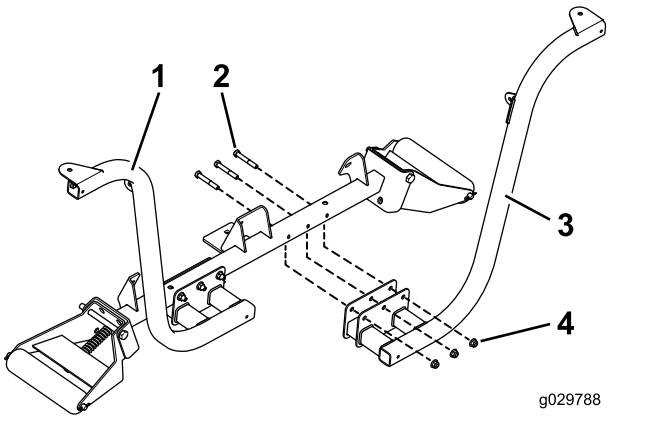

図 6
1. ローラサポートチューブの前部に、左右のヘッドライトブラケットを固定するボルト⅜" x 2½"6本とフランジナット⅜"を使用し図 6に示すように取り付ける。